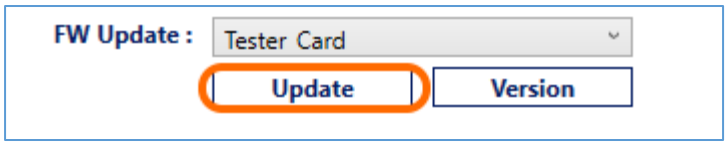

Figure 15. Update Firmware for GRL-USB-PD-TC Tester Cards
1. Select **Tester Card** in the “FW Update” field and click on the **Update** button as shown in Figure 15 below.